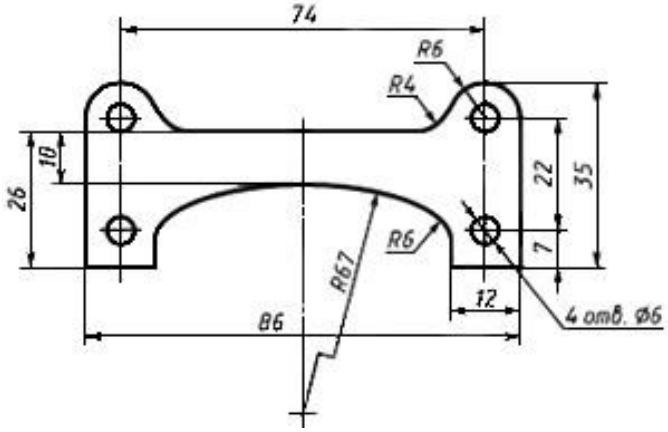

Рис.1.16
18. Перед размерным числом радиуса помещают прописную букву R. Ее нельзя отделять от числа любой линией чертежа (рис. 1.16)